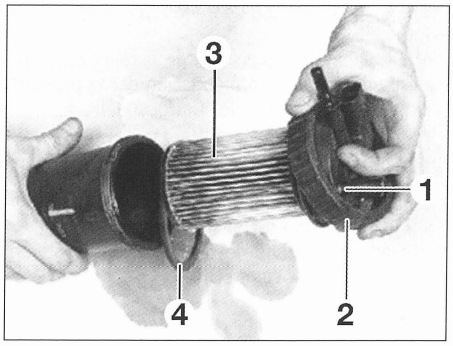

FIG. 31
- Retirar el filtro de combustible (3) **(fig. 31).**
- Sustituir la junta (4) de la carcasa **(fig. 31).**